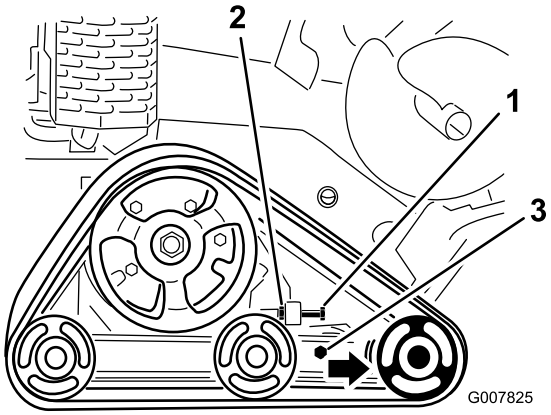

Bild 48
3. Lösen Sie die Klemmmutter an der Spannschraube der Kette und die Klemmschrauben am Spannarm (Bild 48).
4. Ziehen Sie die Spannschraube mit 32,5 bis 40,7 Nm fest, um die Kette zu spannen (Bild 48).
4. Lösen Sie die Spannschraube und Klemmmutter (Bild 48).
5. Lösen Sie die Klemmschrauben (Bild 48).